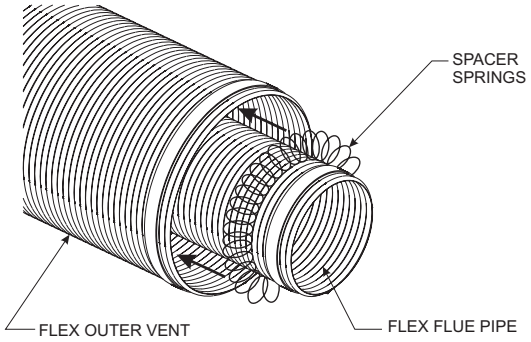
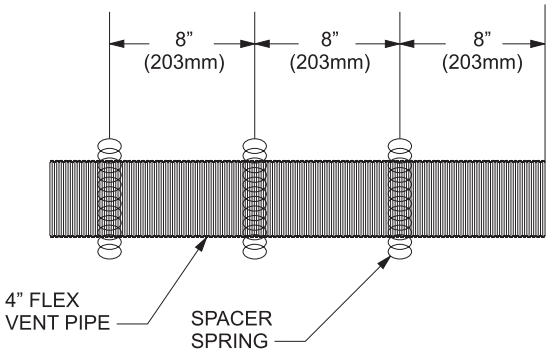

**Figure 42**
**Figure 43**
2. Check to see that the vent spacer springs are located around the flue vent at 8" and 12" intervals along its length. **See Figure 42.** If not, stretch the spacer springs to about 15" long and wrap them around the flue, then interlock the ends of each spring about 2". **See Figure 43.** Maintain equal distance between spring spacers.